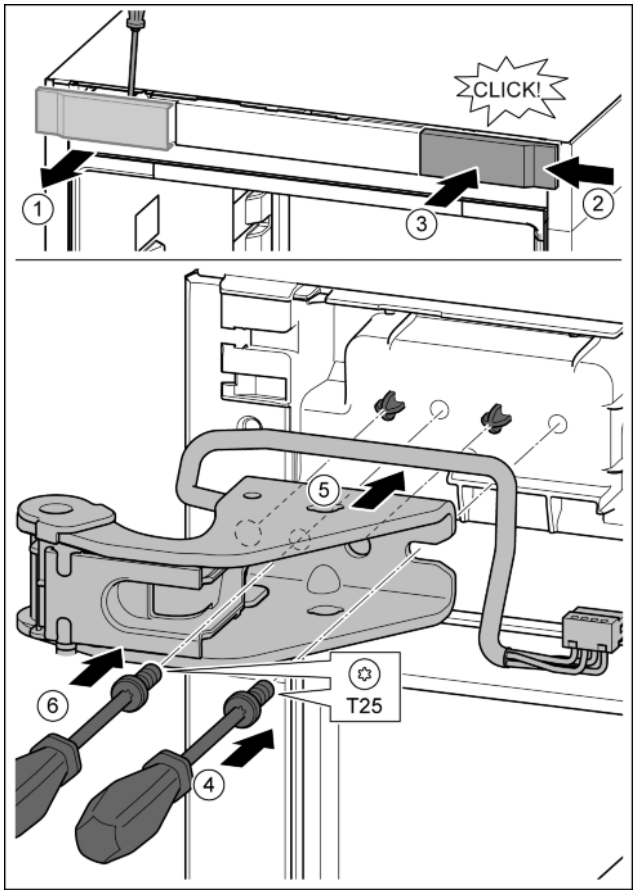

Fig. 27
▶ Šroubovákem uvolněte kryt a sejměte směrem na stranu. *Fig. 27 (1)*
▶ Kryt otočený o 180° zavěste na druhé straně zprava. *Fig. 27 (2)*
▶ Zaklesněte kryt. *Fig. 27 (3)*
▶ Šroubovákem T25 nasaďte šrouby. *Fig. 27 (4)*
▶ Nasaďte horní stojan ložiska. *Fig. 27 (5)*
▶ Utáhněte šroub. *Fig. 27 (4)*
▶ Šroubovákem T25 vložte šroub a utáhněte. *Fig. 27 (6)*